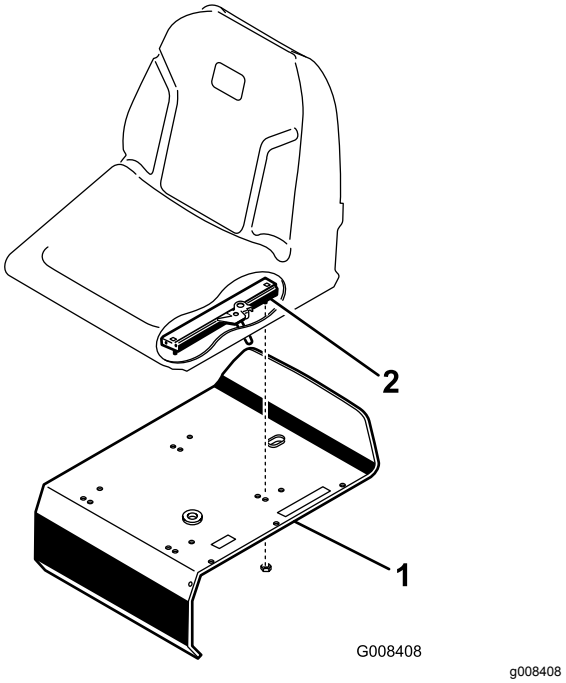

**Rysunek 3**
3. Zamocuj prowadnice fotela do zamocowania fotela używając nakrętek zabezpieczających (5/16 cala) dołączonych wraz z drobnymi elementami (Rysunek 3).